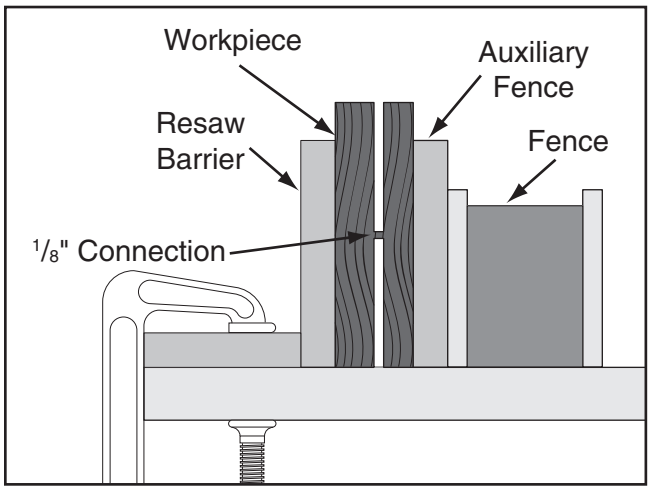

Figure 78. Ideal completed resaw cut.
7. Raise blade approximately 1 inch, or close to half the height of workpiece (see **Figure 78**), whichever is less.
10. Repeat **Steps 7–9** until blade is close to half the height of board to be resawn. The ideal completed resaw cut will leave a ⅛" connection when resawing is complete as shown in **Figure 78** on **Page 48**. Leaving a ⅛" connection will reduce risk of kickback.